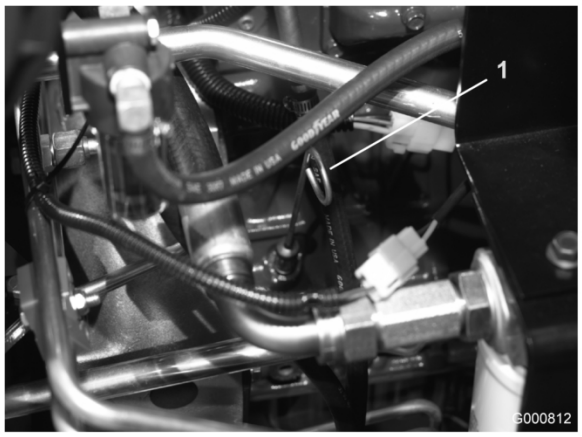

Figur 17
2. Fjern oliepinden (Figur 17), tør den af, og sæt den tilbage igen. Træk den ud igen, og kontroller oliestanden på oliepinden: Oliestanden bør nå op til FULL-mærket på oliepinden.